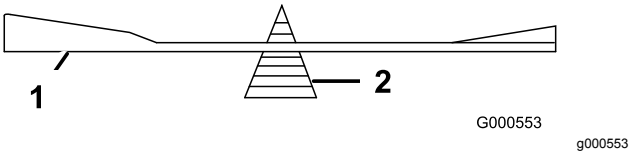

Figuur 59
2. Controleer de balans van het mes met een mesbalans (Figuur 59).